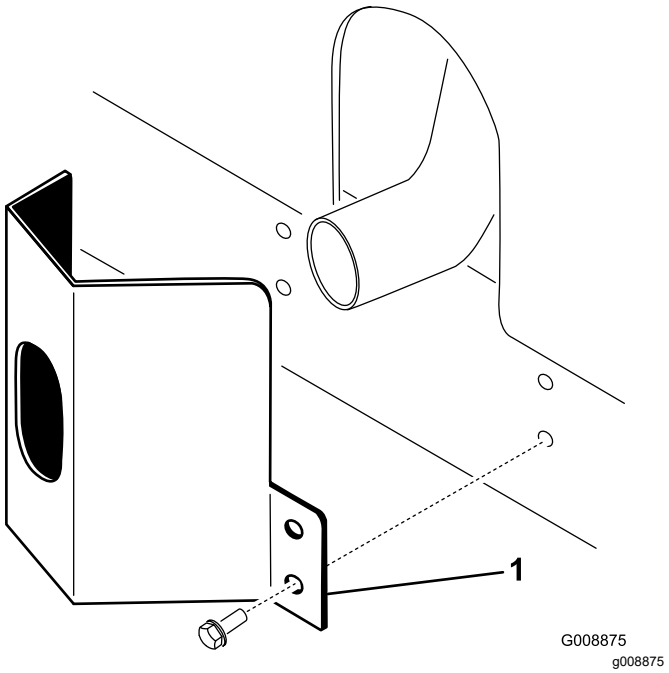

Figuur 36
de openingen in het frame zich recht tegenover elkaar bevinden (Figuur 36).
2. Bevestig het uitlaatscherm aan het frame met 4 zelftappende schroeven (Figuur 36).